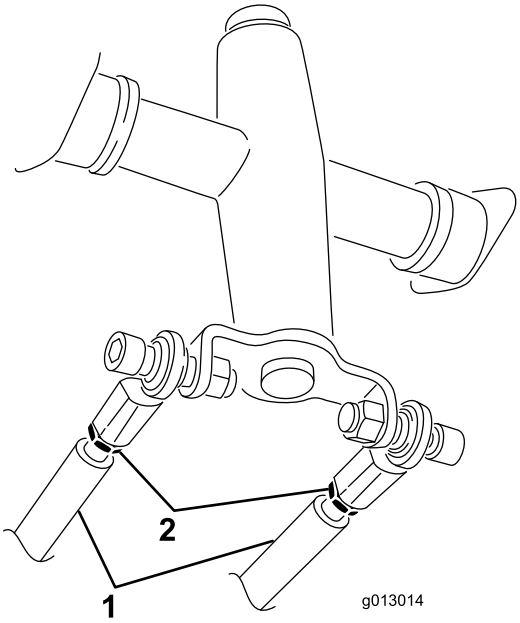

Figuur 56
3. Draai de contramoeren op de tractiestangen onder het bedieningspaneel los (Figuur 56).